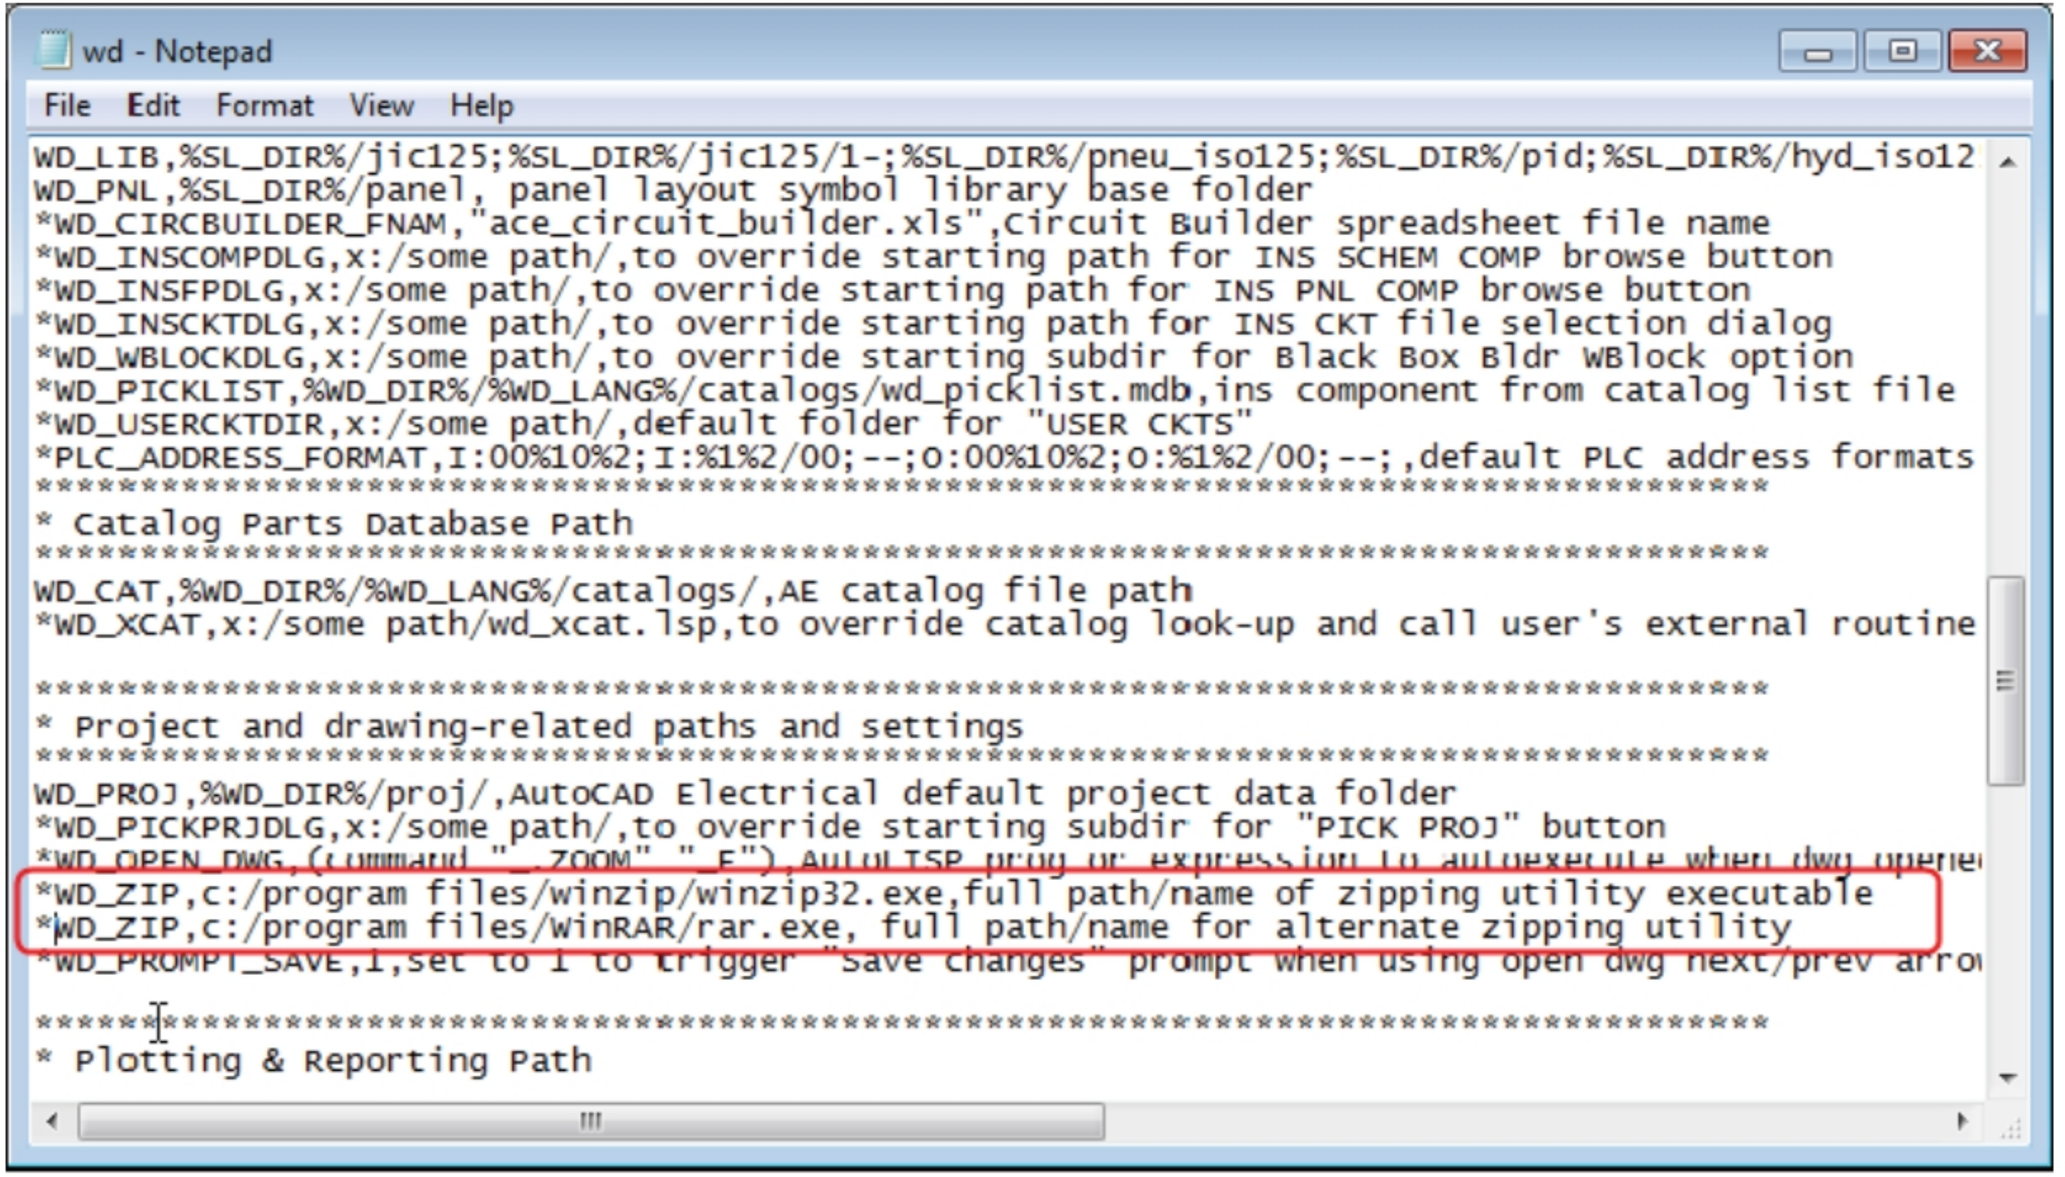

Figure-40. Location to identified
- Move down in the file at the location as shown in Figure-40.